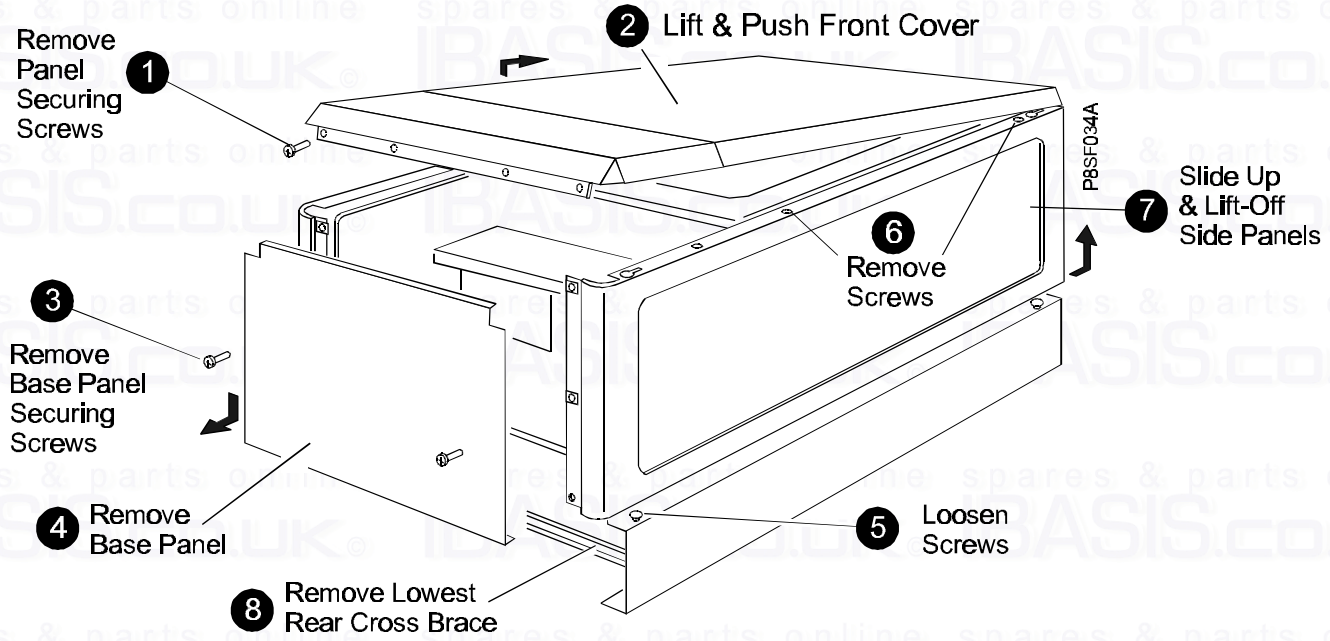

Fig 15
1. If a Room Thermostat is to be fitted the Link Wire between 3 & 4 on the Wiring Panel must be removed. (See Fig.15).
b) Remove the white front case as follows; undo the two securing screws at the base of the panel, pull the base of the panel forward approx. 50mm and lift off the supporting top hooks. (Fig. 15)